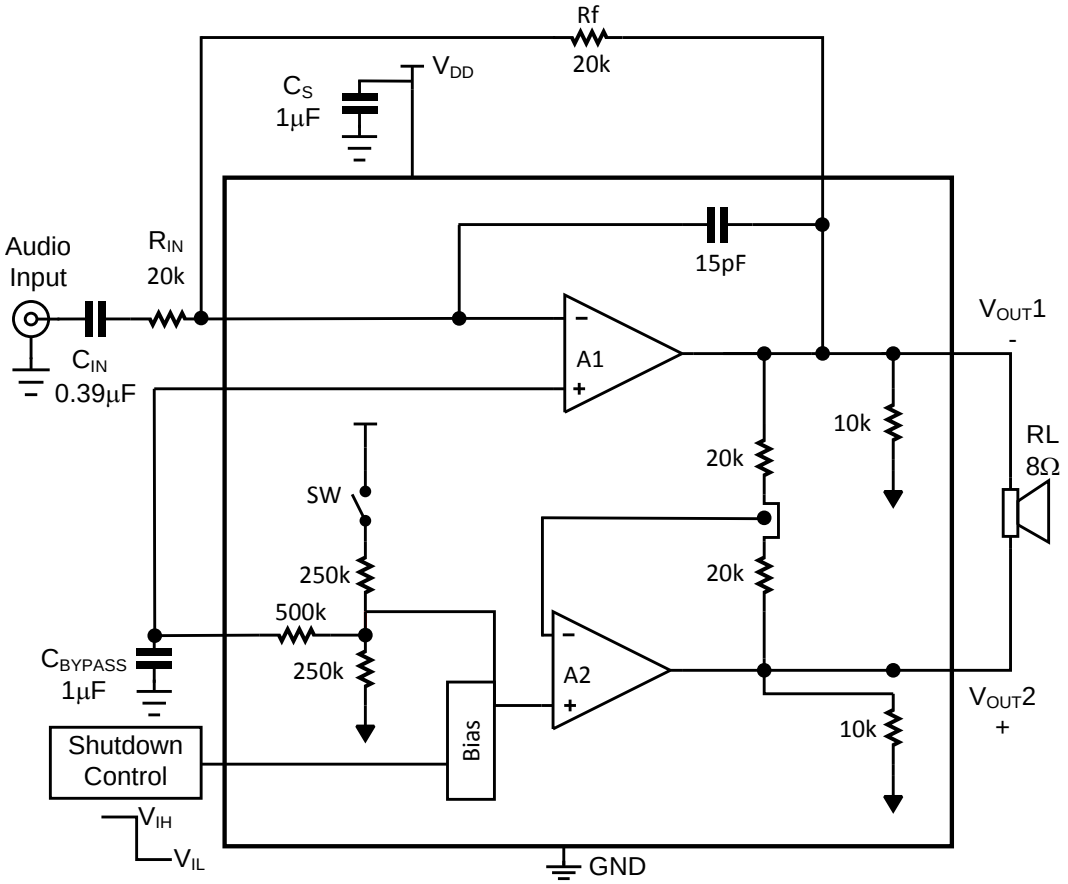

Figure 7. Typical Audio Amplifier Application Circuit
The following specifications apply for the circuit shown in Figure 7 unless otherwise specified. Limits apply for T_A = 25°C.
(1) All voltages are measured with respect to the ground pin, unless otherwise specified.
(3) For DSBGA only, shutdown current is measured in a Normal Room Environment. Exposure to direct sunlight will increase I_{SD} by a maximum of 2µA.
(4) Typicals are measured at 25°C and represent the parametric norm.
(5) Limits are specified to TI's AOQL (Average Outgoing Quality Level).
(6) Datasheet min/max specification limits are specified by design, test, or statistical analysis.
(7) ROUT is measured from each of the output pins to ground. This value represents the parallel combination of the 10k ohm output resistors and the two 20k ohm resistors.
(8) PSRR is a function of system gain. Specifications apply to the circuit in Figure 7 where A_V = 2. Higher system gains will reduce PSRR value by the amount of gain increase. A system gain of 10 represents a gain increase of 14dB. PSRR will be reduced by 14dB and applies to all operating voltages.
The following specifications apply for for the circuit shown in Figure 7 unless otherwise specified. Limits apply for T_A = 25°C.
(7) PSRR is a function of system gain. Specifications apply to the circuit in Figure 7 where A_V = 2. Higher system gains will reduce PSRR value by the amount of gain increase. A system gain of 10 represents a gain increase of 14dB. PSRR will be reduced by 14dB and applies to all operating voltages.